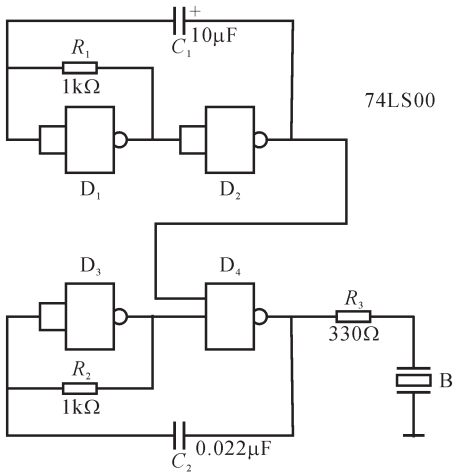

图 3.58　用 TTL 组成自激振荡器
（2）参考图 3.58 电路，设计模拟虫叫电路。
1. 以 2 ～ 3 人为一组，按图 3.58 自制模拟虫鸣器，并调出最逼真的虫鸣声。